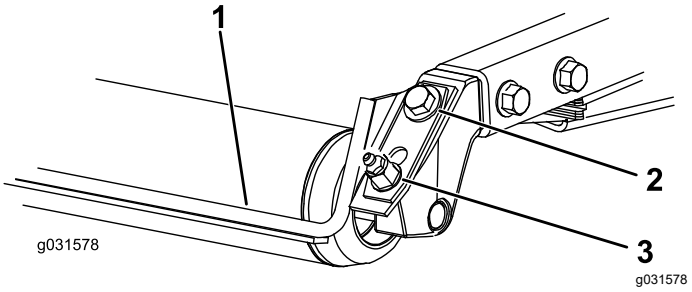

Figur 20
1. Lossa smörjnippeln och monteringsskruven (Figur 20).